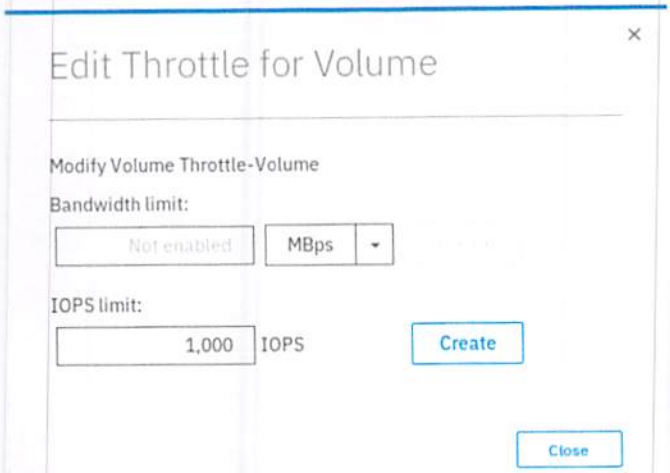

Figure 3.29 IOPS throttle on a volume
2. A window opens in which you can set the throttle in terms of IOPS or bandwidth (MBps) or both. In our example, we set the throttle on IOPS, as shown in Figure 3.29.